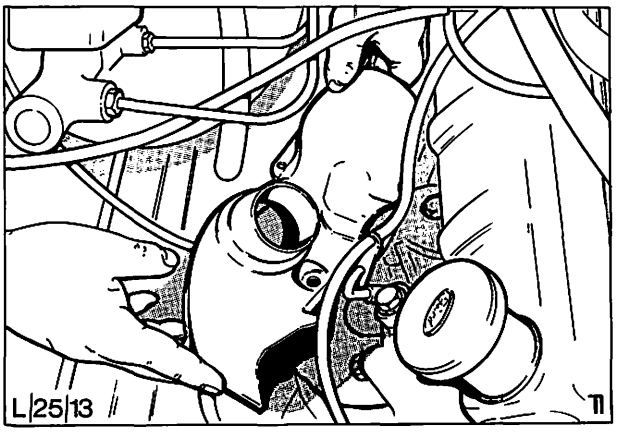

Abb. 30 Anbringen des Luftleitbleches
10. Bei Fahrzeugen mit thermostatgeregelter Ansaugluftvorwärmung die beiden Luftleitbleche am Auspuffkrümmer anbringen, Abb. 30, und mit vier Schrauben befestigen. Metallschlauch zwischen Luftleitblech und Luftfilteröffnung einsetzen.